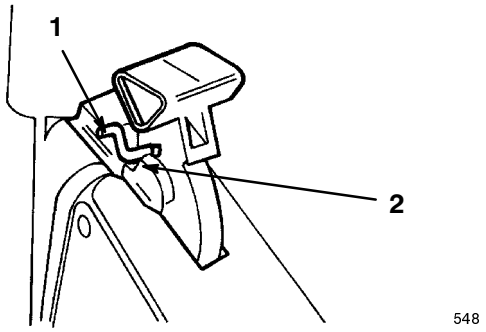

**Figure 18**
4. Pull the handle rearward until the handle latch locks in the notch in the bag door latch (Fig. 18).
**Note:** In Figure 18, the brush guard is not shown for the purpose of clarity.